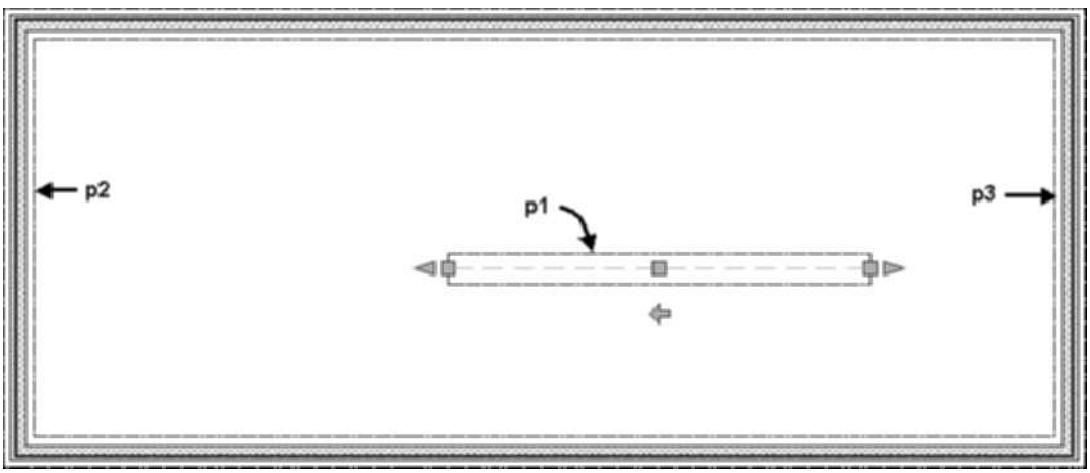

FIGURE 3.102 *Wall selection for Intelligent Cleanup command*
25. Verify that the wall at p1 is selected as shown in Figure 3.102, and choose Intelligent Cleanup from the Modify panel of the Wall tab. Respond to the workspace prompts as follows:
Select boundary wall for T-Cleanup or: *(Select wall at* p2 *as shown in Figure 3.102.)*
Select boundary wall for T-Cleanup or: *(Select wall at* p3 *as shown in Figure 3.102.)*